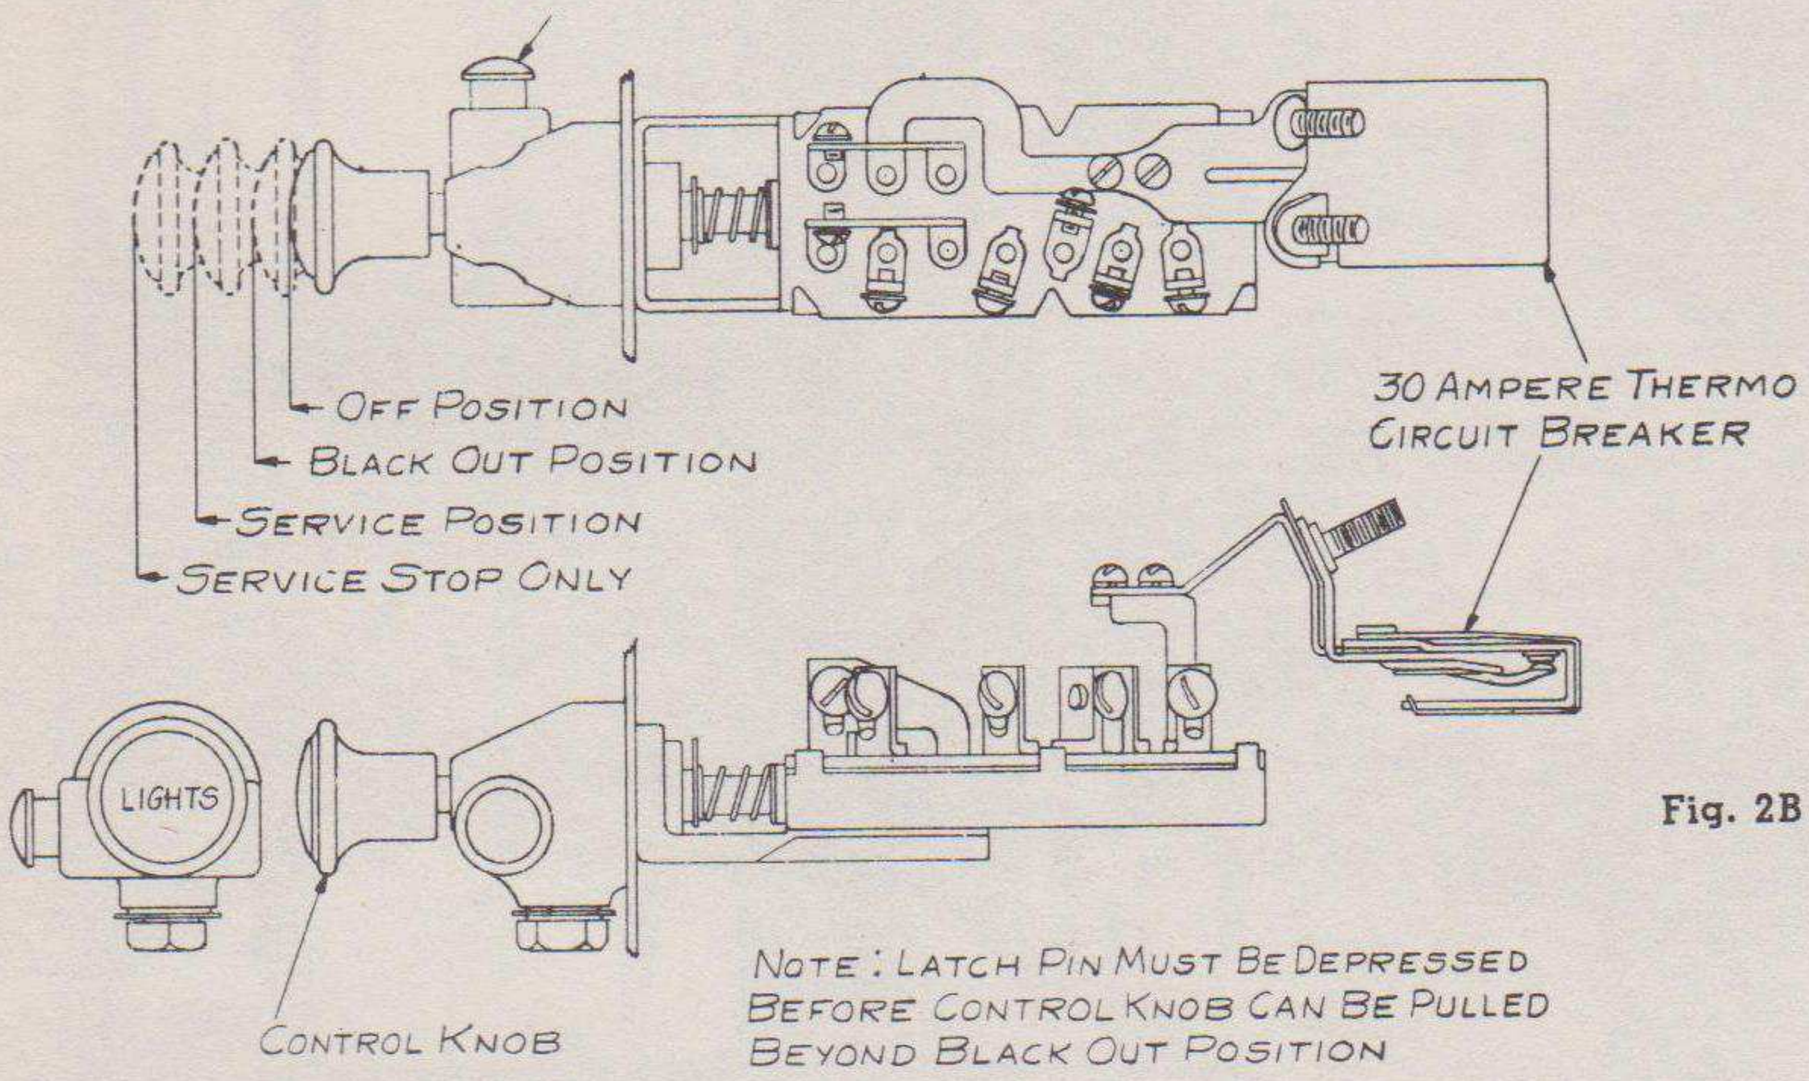

Fig. 2B
5. Light Switch—Operated from top of instrument panel. This switch has three positions with lock pins. The first lighting position which controls blackout lights may be made without pushing the lock pin. See Fig. 2B for operation of switch.